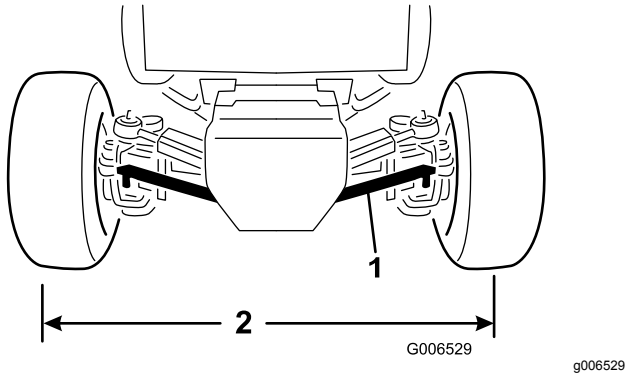

Figuur 65
1. Verwijder de borgpen en de kroonmoer van één van de kogelverbindingen van de spoorstang die bevestigd zijn aan de bevestigingsbeugel van de as en haal de kogelverbinding los van de as (Figuur 65).
3. Draai de kogelverbinding verder of terug totdat de afstand hart-op-hart aan de voorzijde en achterzijde van de achterwielen gelijk is (Figuur 65).